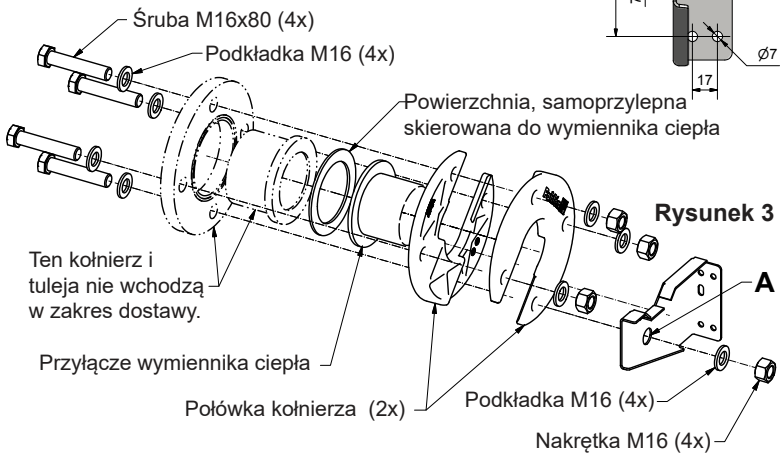

Rysunek 3
5. Umieścić odłączany kołnierz na króćcu wymiennika, patrz rys. 3.